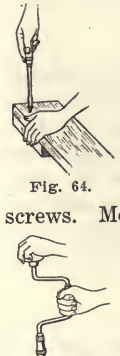

Fig. 64.
57. Driving Screws.—The screwdriver is often misused. It is neither a chisel nor a wedge and should not be hammered into a piece of wood. Neither should a big screw be driven with a little screwdriver. A screwdriver should be selected to fit the screw, and more than one size should be in the equipment. A screwdriver having a blade with a long bevel is best. A short bevel causes the blade to slip out of the screw-slot. A wrench or pair of pliers should not be used on a screwdriver to aid in driving screws. More power can be developed with a long screwdriver than a short one. See Fig. 64.